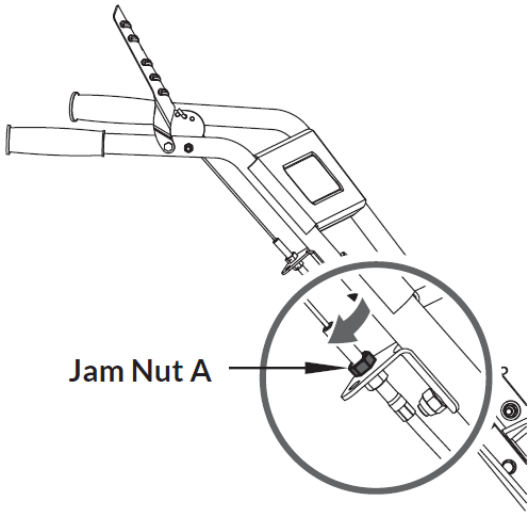

Figure 26
3. Hold Jam Nut "B" in position against the Bracket with the Wrench as you tighten Jam Nut "A" down against the Bracket to lock the Cable in place (***Figure 26***).